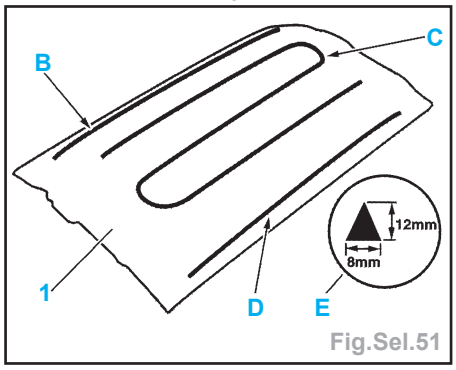

Fig.Sel.51
- A l'aide d'une lame (cutter), couper les cordons de colle (B, C et D) en soulevant progressivement la garniture (1) et en tirant dessus (Fig.Sel.51).
- Appliquer 3 cordons de colle en B, C et D (Fig.Sel.51).